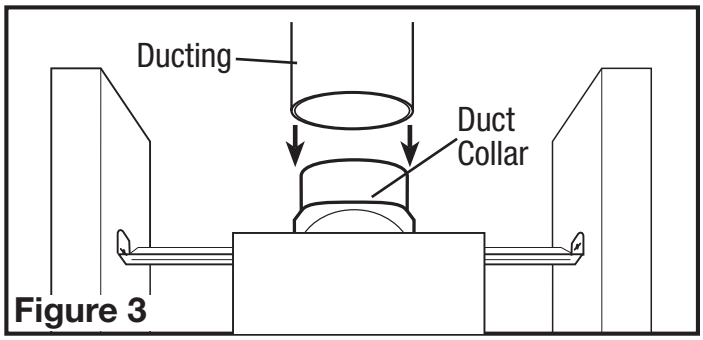

Figure 3
1. Connect the ducting to the fan’s duct collar **(Figure 3).** Secure in place using tape or screw clamp. Always duct the fan to the outside through a wall or roof cap. It is recommended that low restriction termination fittings be used.